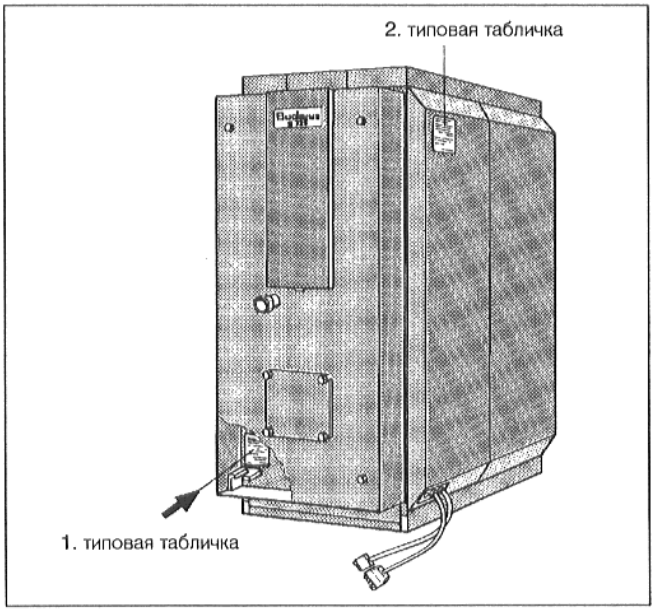

Рис. 21 – Принципиальное изображение
- Укрепить табличку агрегата сверху на крышке двери корпуса котла (Рис. 21).
- Вторую типовую табличку укрепить на боковой стенке котла (Рис. 21).